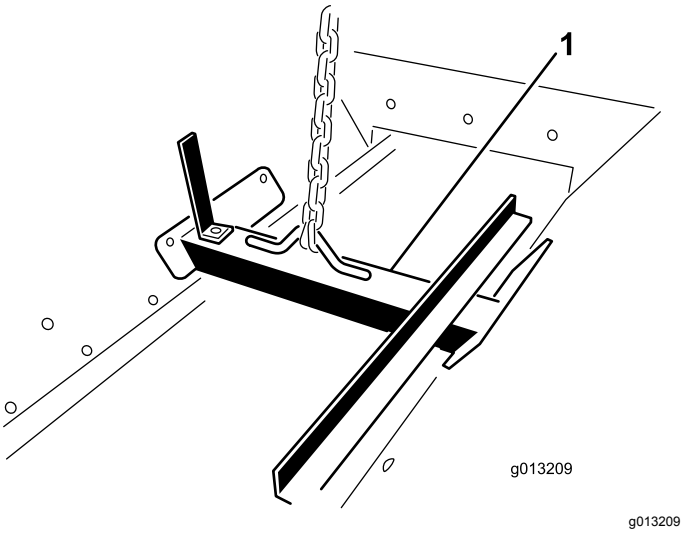

**Figuur 13**
1. Maak een hefwerktuig vast aan de hefbeugel die met bouten in de hoppereenheid is bevestigd (Figuur 13).